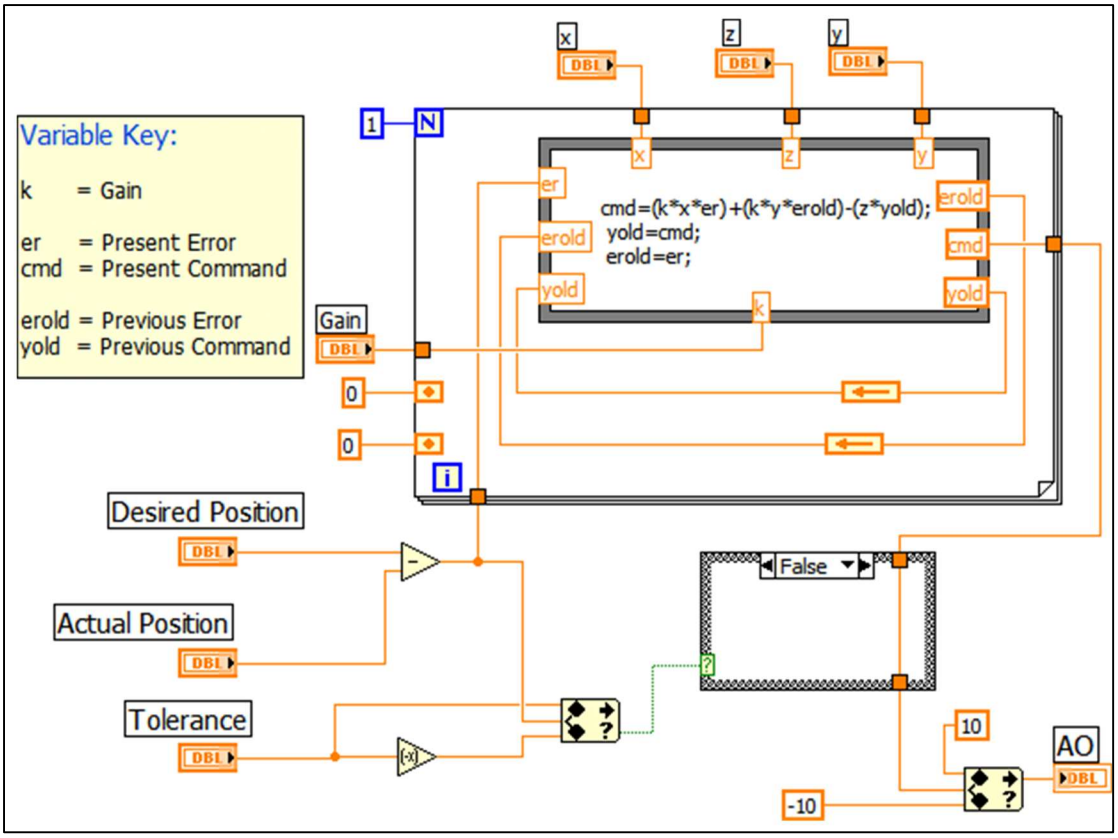

Fig. 6. Feedback VI when Cylinder Position is ***not close*** to Desired Position
- During closed loop control, the valve command is determined by the ***Feedback*** subroutine (VI). The valve command is found from the compensator's ***difference equation***.
- The valve command is a function of the ***sample time*** (T), the compensator ***zero*** and ***pole*** locations (a, b), the ***current*** and ***previous*** position ***errors*** (er, erold), and the ***previous valve command*** (yold). The ***current error*** is calculated as the difference between the ***desired*** and ***actual*** positions (in inches).
- Once the position of the cylinder is within the ***tolerance*** of the desired position, the valve command is set to ***zero***, keeping the system from trying to make ***small corrections*** to the position. ***Figs 6*** and ***7*** show the feedback block diagram when the system ***is*** and ***is not*** within the ***tolerance*** of the desired position.